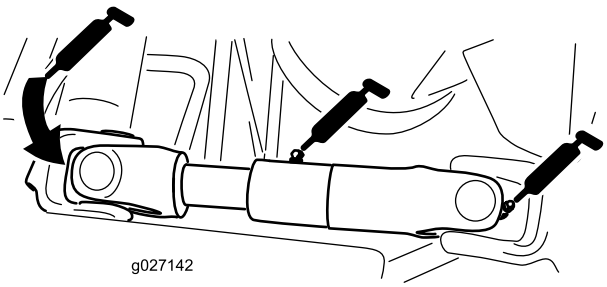

Figuur 43
- Kruiskoppeling aandrijfas pomp (3) (Figuur 43)